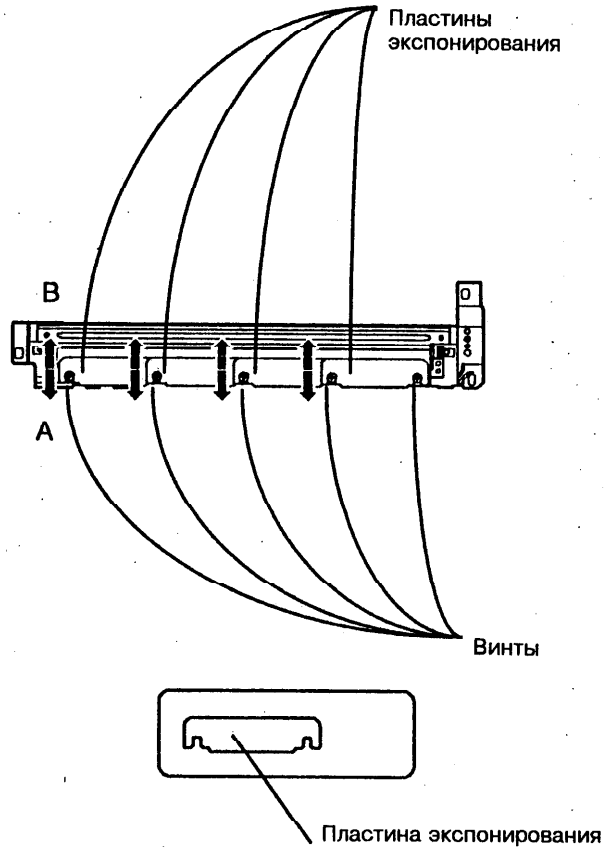

Рис. 2. Выравнивание пластин экспонирования
2. (Рис. 2): Ослабьте винты и установите пластины экспонирования на одном уровне с правой стороной узла экспонирования. Затяните винты.
3. (Рис. 2) Еще раз выполните проверку. В случае необходимости сдвигайте пластины экспонирования до тех пор, пока передние и задние пары линий не будут воспроизводиться одинаково.